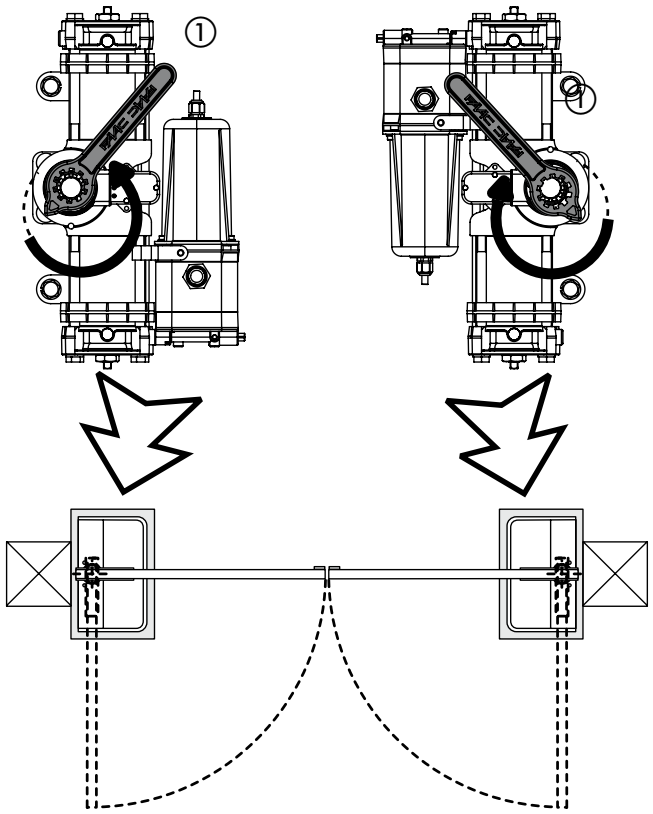

Fig.14
5) Turn the operator pinion with the supplied key, **in the gate closing direction** as shown in Fig.14, up to the internal stop point of the piston, and remove the key.